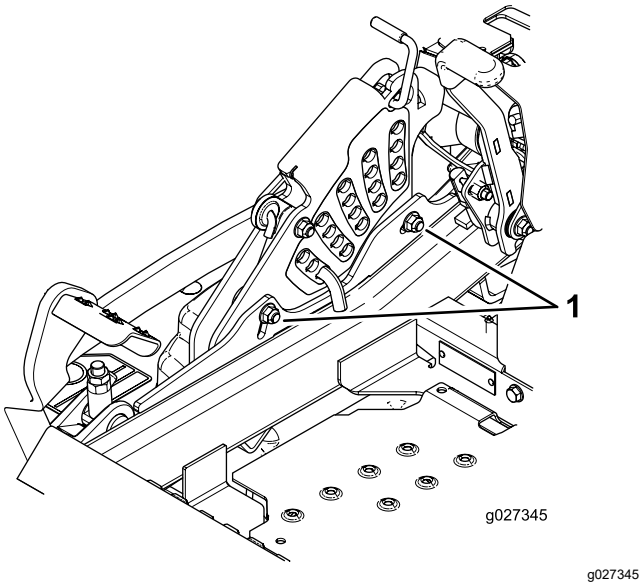

Figur 115
11. Løsn de 2 bolte nederst på klippehøjdepladen (Figur 115) for at justere enkeltpunktssystemet.
13. Stram de to bolte nederst på klippehøjdepladen (Figur 115).